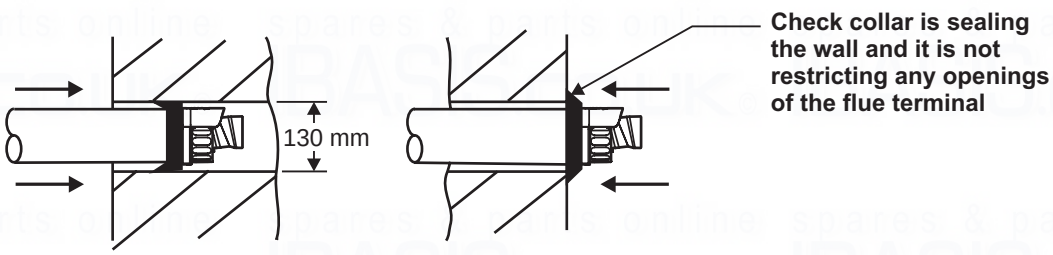

Fig. 17 - Fitting the flue from inside
2. Determine the overall length (L) of flue required, (see Fig. 17) as follows:-